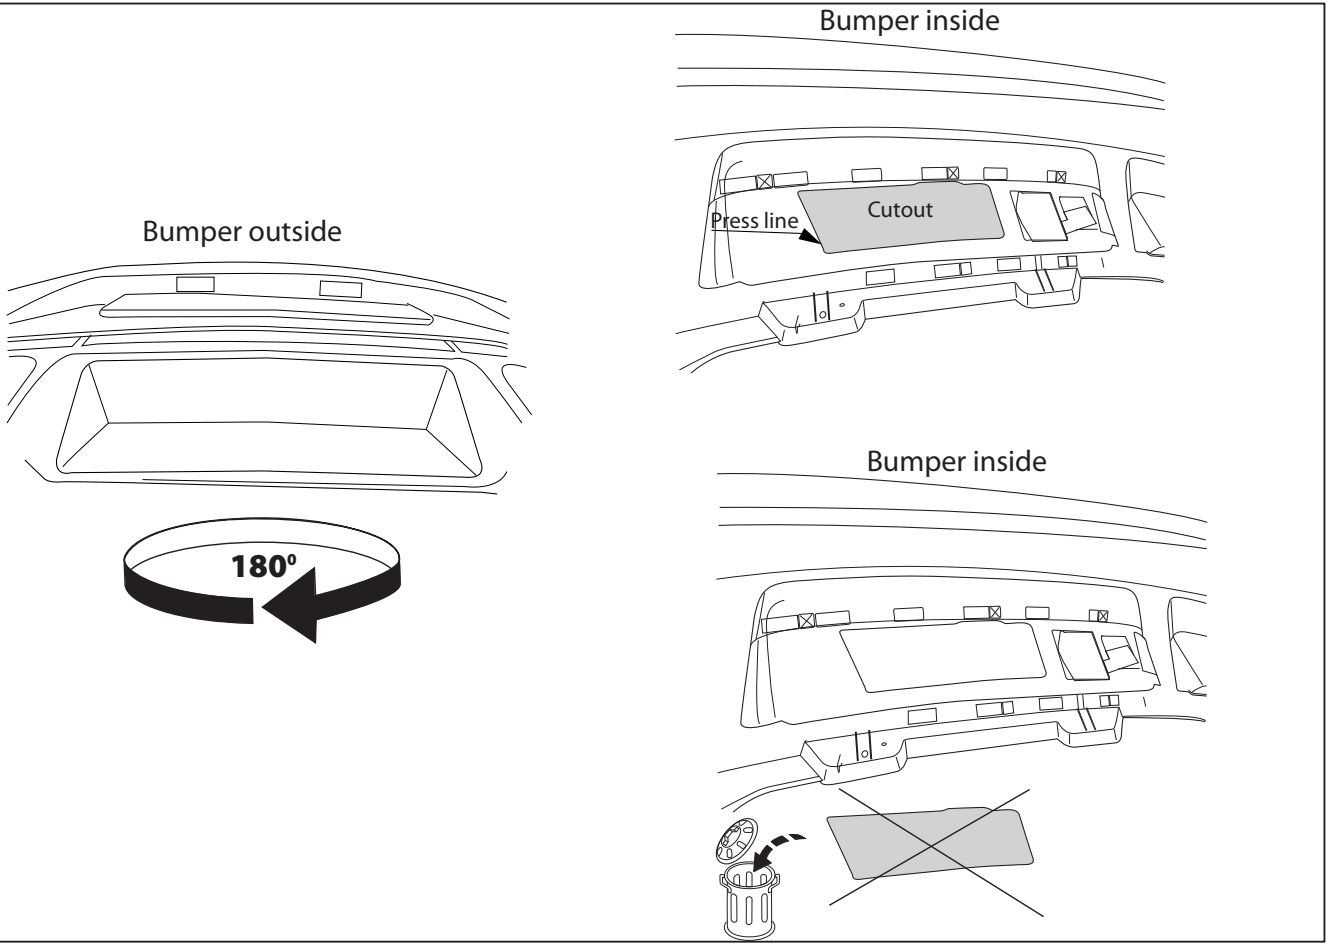

Fig. 3
5. **Внимание! При необходимости:** Выпилить обозначенные части, как указано на рис. 3.